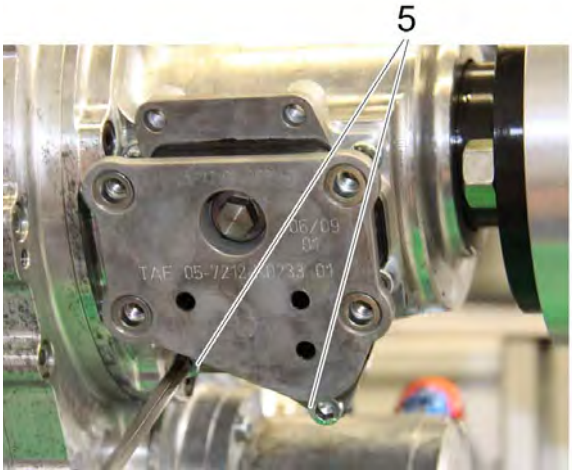

Bild 14
9. Die vier Schrauben (item 5) mit Loctite 243 versehen.
10. Den Vibration-Isolator (item 2) mit Hilfe von zwei Schrauben (item 5), die im letzten Arbeitsschritt mit Loctite 243 versehen worden sind, an der Adapterplatte (item 1) befestigen. Siehe Bild 14.